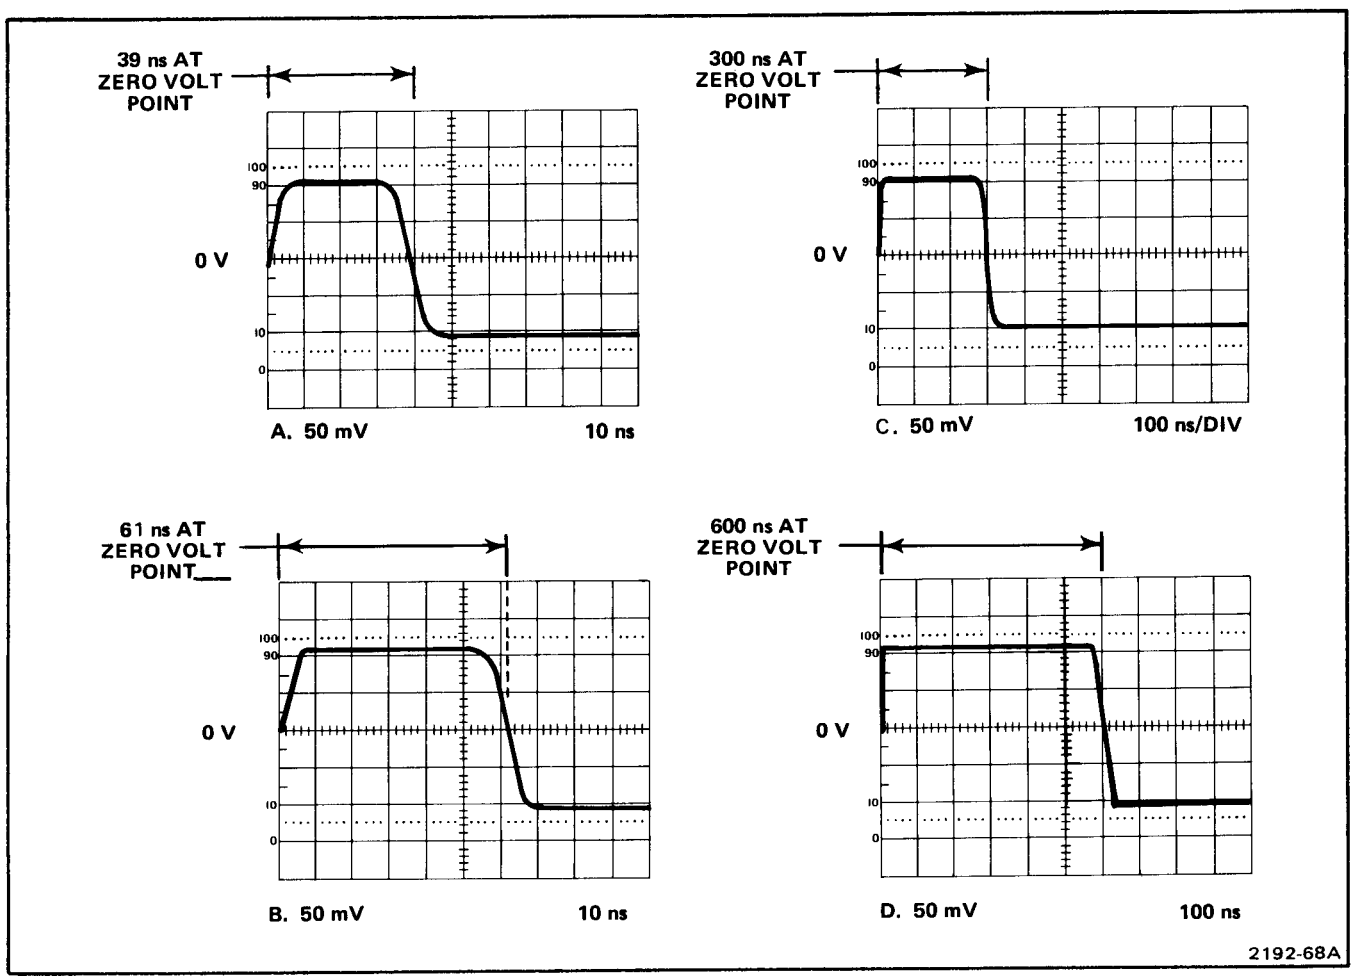

Fig. 3-4. Pulse generator output for INPUT FILTER check.
e. Adjust pulse generator Variable Duration and Amplitude controls for the waveform shown in Fig. 3-4(A).
l. Set pulse generator Duration to 50 ns and adjust Variable Duration for the waveform shown in Fig. 3-4(B).
r. Adjust pulse generator Variable Duration for waveform shown in Fig. 3-4(C).
v. Set pulse generator Variable Duration for the waveform shown in Fig. 3-4(D).
ad. Adjust pulse generator Variable Duration for the waveform shown in Fig. 3-4(A).
aj. Adjust pulse generator Variable Duration for the waveform shown in Fig. 3-4(A).